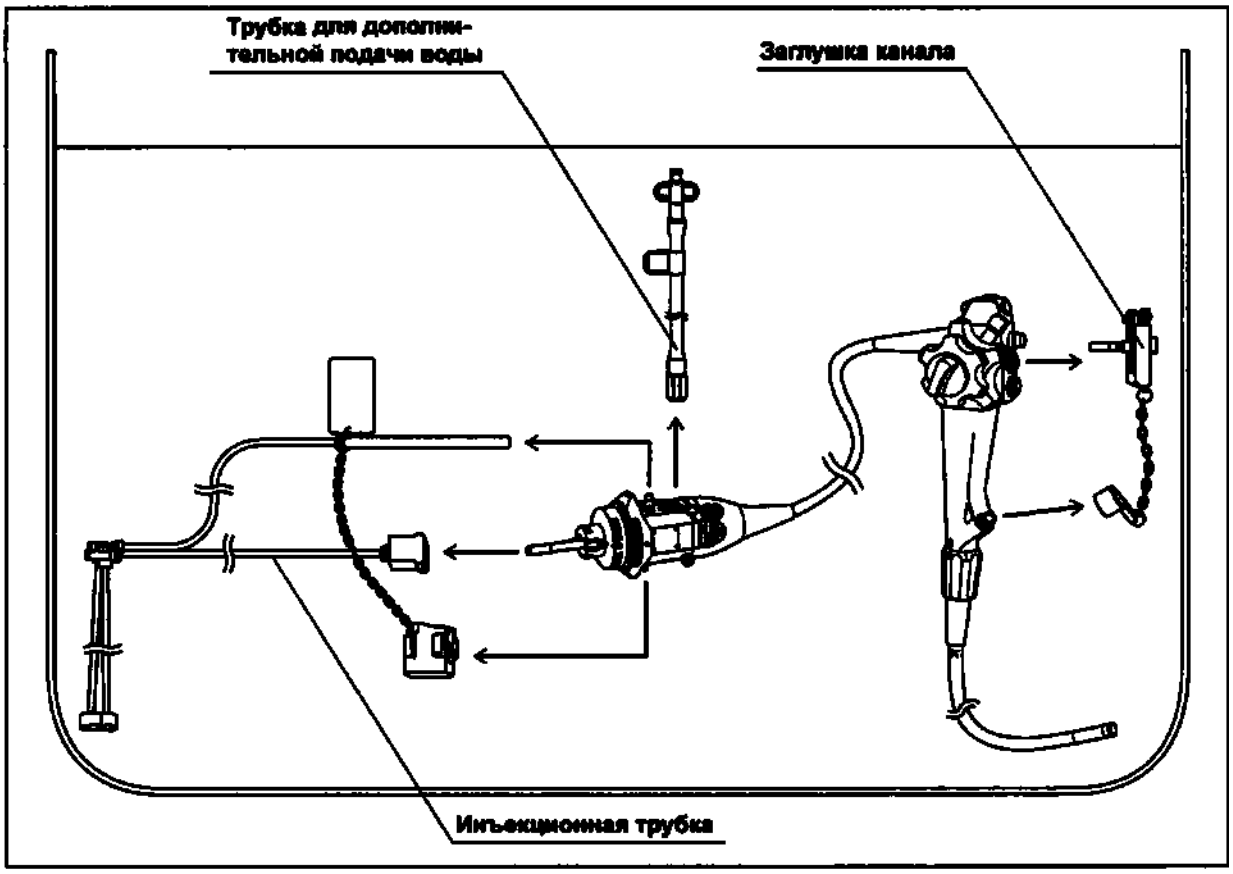

Рис. 5.68
3. Отсоедините от эндоскопа заглушку для канала (MH-944), инъекционную трубку (MH-946) и трубку для дополнительной подачи воды (MAJ-855). (см. рис. 5.68)